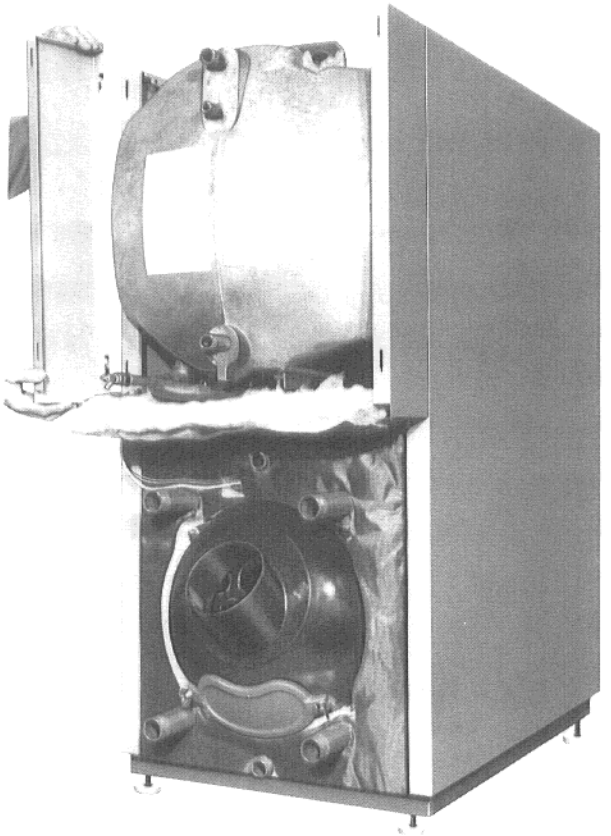

Fig. 26
Isolazione termica per la parete posteriore non piegata verso l'interno come mostra la figura 10, bensì verso **l'esterno** (vedi Fig. 26).
2. Agganciare i pannelli di prolunga laterali alle pareti (Fig. 26).